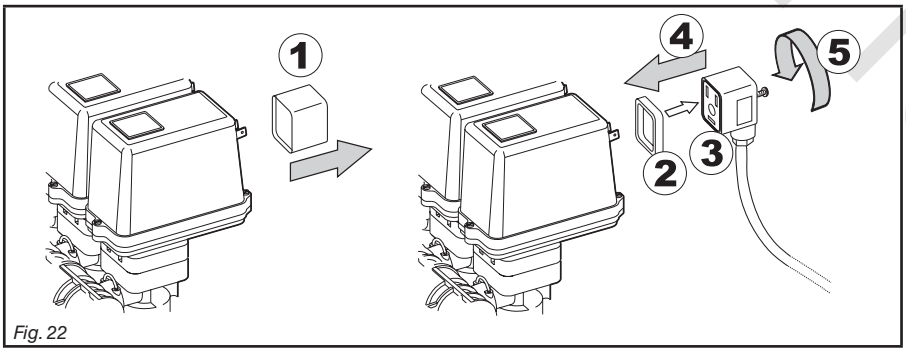

Fig. 22
- **All valve connectors must be equipped with seals before installation (Fig. 22).**
- Remove the protection cap (**1**, Fig. 22) from the electric valve.